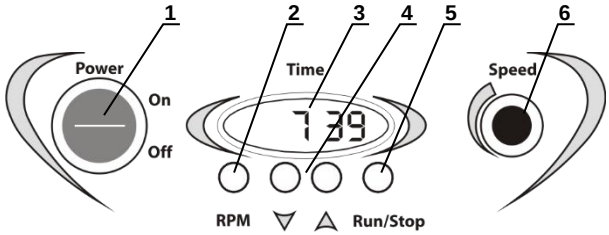

Рис. 1. MR-1, панель управления
5.1.1. Подключите блок питания к сетевой розетке с заземлением. Переведите переключатель питания **Power** (рис. 1/1) в положение **ON** (включено). Включится дисплей (рис. 1/3).
5.1.3. **Установка времени**. С помощью кнопок ▲ и ▼ (рис. 1/4) установите необходимый интервал времени в часах и минутах (шаг 1 мин.), руководствуясь показаниями дисплея (рис. 1/3) . Если нажать и держать кнопку, скорость смены значений увеличивается.
5.1.4. **Установка скорости**. С помощью рукоятки регулировки скорости (рис. 1/6) установите необходимую скорость перемешивания. Во время поворота рукоятки и при нажатии кнопки **RPM** (рис. 1/2) на дисплее (рис. 1/3) показывается скорость, в качаниях/мин.
5.1.5. Нажмите кнопку **Run/Stop** (рис. 1/5). Начнётся движение платформы и отсчёт установленного интервала времени, при интервале более часа – в часах и минутах, при интервале меньше часа – в минутах и секундах. Во время работы можно менять скорость, но не время.